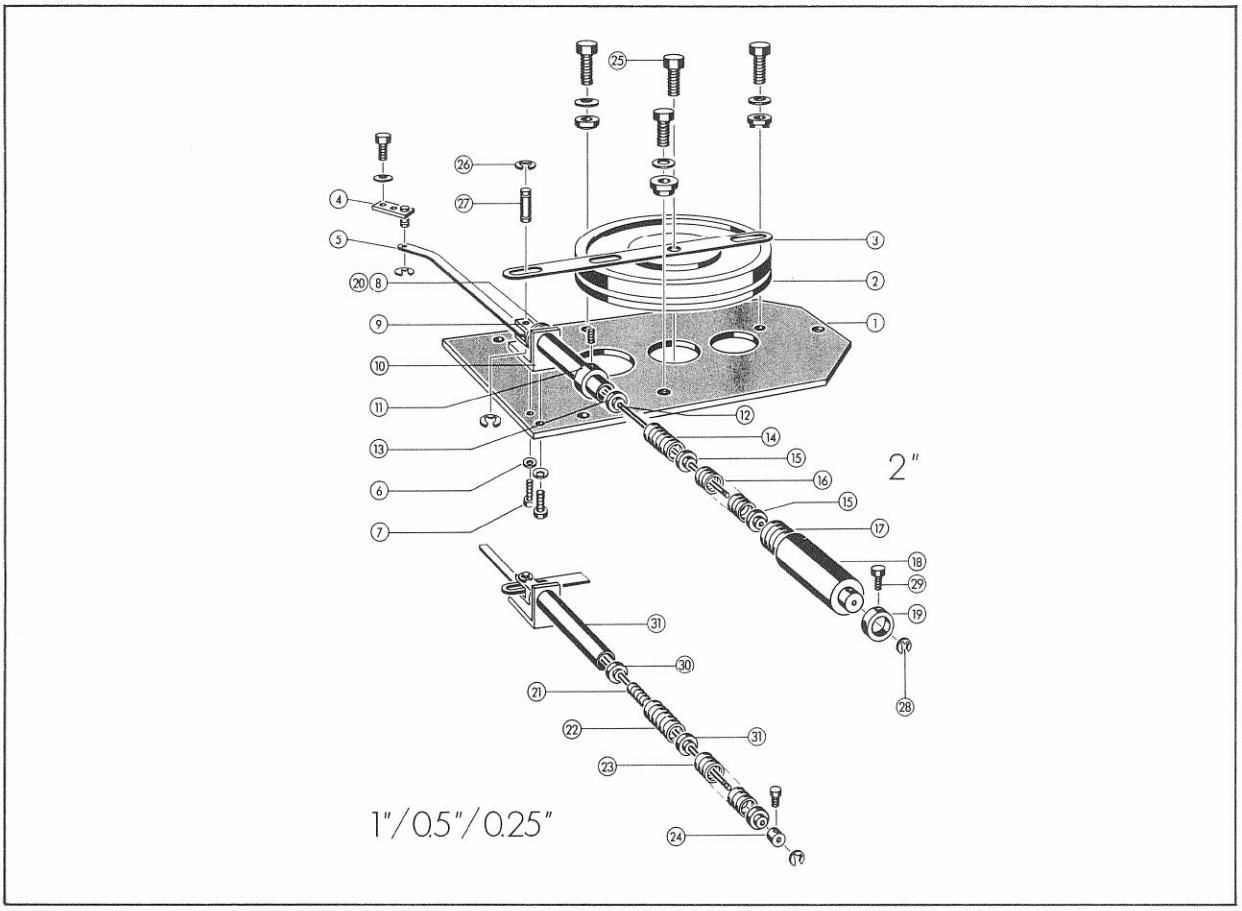

Fig. 2
3. Bandzugfedereinheit nach Lösen der beiden Schrauben (7) (Fig.2) und der Schraube (25) entfernen.
3. Remove spring-assembly after loosening the 2 screws (7) (fig. 2) and the screw (25) .
Umbau der 2" Bandzugfeder: (siehe Fig. 2)
Conversion of the 2" tape tension spring (see fig. 2)
1. Bandzugfeder mit den Schrauben (7) auf neue Platte montieren. Fig.2
2. Seegerring (26) (Fig. 2) entfernen und Achse (27) zurückziehen, bis sich der Hebel (3) herausziehen lässt.
1. Attach the spring-assembly with screws (7) to the new dashpot plate. Fig. 2.
2. Remove circlip (26) (Fig. 2). Pull back pin (27) just far enough to be able to remove the lever (3) .